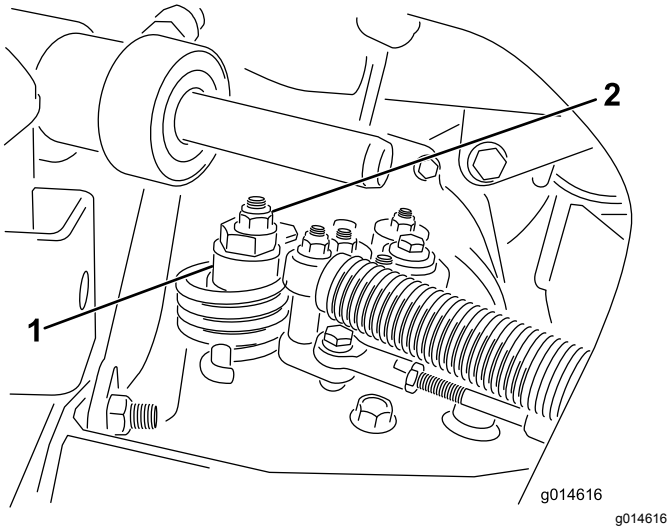

Figur 40
A. Lossa muttern som fäster excenterbulten på hydrostatens ovandel (Figur 40).
C. Vrid excenterbulten tills maskinen inte kryper i någon riktning. När hjulet slutar rotera drar du åt muttern som låser excenterbulten och justeringen (Figur 40). Kontrollera justeringen med gasreglaget i det LÅNGSAMMA och det SNABBA läget.